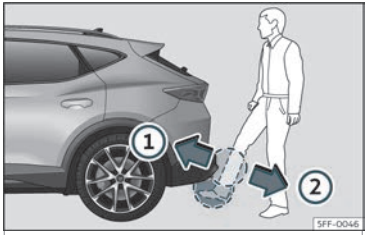

Abb. 84 Heckklappe mit sensorgesteuerter Öffnung (Easy Open).
- Mit einer schnellen Bewegung nähern Sie einen Fuß und unteren Beinteil so weit wie möglich dem Stoßfänger. Der untere Beinteil muss sich dem oberen Sensorbereich, und der Fuß dem unteren Sensorbereich ››› **Abb. 84** ① nähern.
- Entfernen Sie den Fuß und den unteren Beinteil mit einer schnellen Bewegung aus dem Sensorbereich››› **Abb. 84** ②. Die Heckklappe öffnet sich selbsttätig.